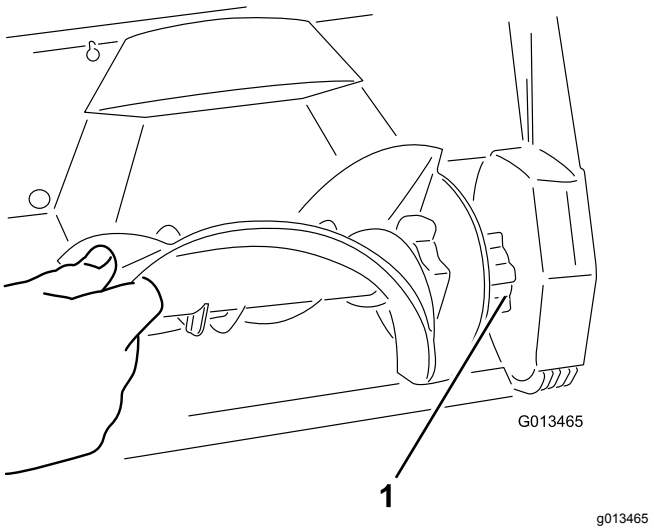

**Figur 17**
4. Sett inn den nye rotoren ved å sette inn enden av rotoren på monteringsenden i huset, og vri på rotoren til den knepper på plass (Figur 17).